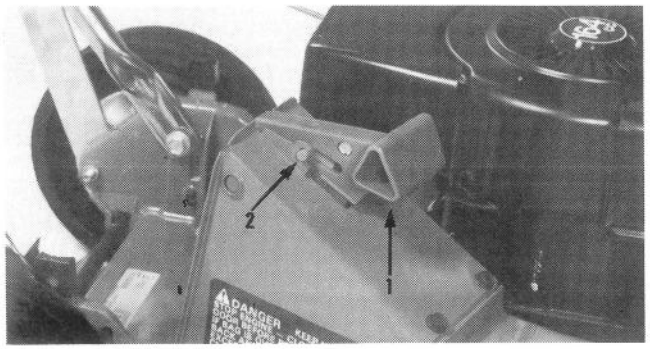

Figure 25
2. Move chute door handle fully forward, and check to insure handle latch pin is against inside of hook indicating door is fully closed (Fig 25).